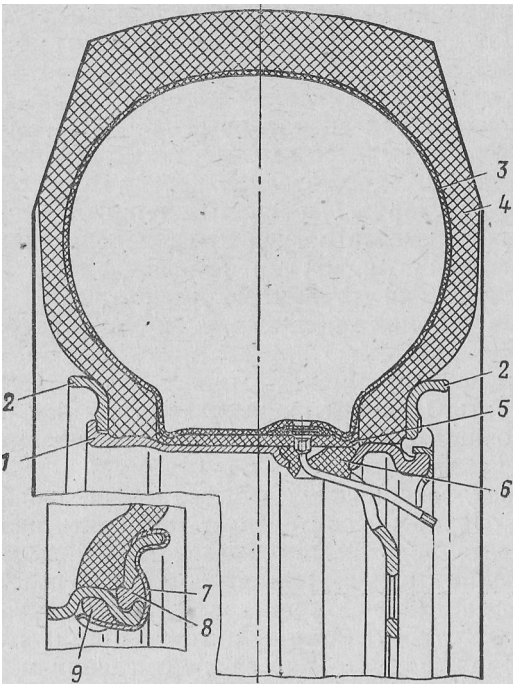
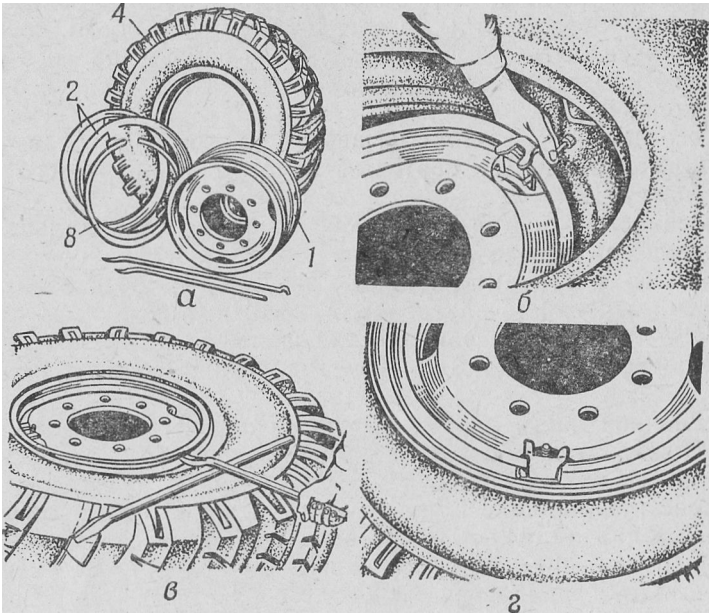

Рис. 59. Колесо в сборе с шиной:
Рис. 60. Приемы сборки колеса с шиной (обозначения см. рис. 59)
Колеса (рис. 59) — дисковые с неразъемным ободом, взаимозаменяемые, размер обода 228.Г — 508.
1. На обод 1 (рис. 60, а), установленный замочной частью вверх, надеть одно бортовое кольцо 2 закраиной вниз; для удобства сборки можно вывесить обод, положив его на подставку.
3. Вставить в покрышку камеру и слегка накачать ее, заправить ободную ленту и всю шину положить с перекосом на обод, расположив вентиль против вентильного паза (рис. 60,6). Ввести вентиль в отверстие уплотнителя. Приподнять шину со стороны вентильного паза и надвинуть ее на обод так, чтобы ее нижний борт попал в монтажный ручей обода. Надеть шину на обод полностью и нажать на наружный борт над вентилем так, чтобы вентиль вышел через отверстие в диске (см. рис. 59).
4. Вставить конец длинной монтажной лопатки в замочную канавку обода, а короткую лопатку положить на борт шины перпендикулярно к первой лопатке. Прилагая усилия к первой лопатке, осадить верхний борт шины вниз за посадочную полку обода (рис. 60, *в*).
кромке замочного кольца с одним из демонтажных пазов бортового кольца (рис. 60, *г).*
Устранение дисбаланса осуществляют при помощи балансировочных грузов *9* (см. рис. 59), удерживаемых пластинчатыми пружинами 7. Пружину одним концом закрепляют за бортовое кольцо.